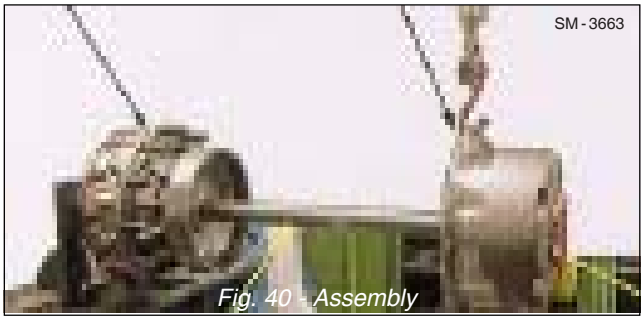

Fig. 40 - Assembly
45. Using suitable lifting tackle mount the complete planetary unit into the wheel hub assembly. Refer to Fig. 40.